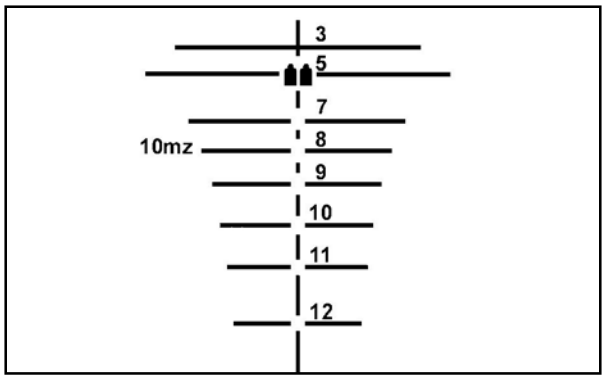

Figure G-49. 500-meter reticle aiming point.
(6) Repeat the above steps until the strike of the round is coincident with the center of the target. Close the silver lock down to prevent any further movement of the elevation zeroing adjustment dial.
d. **Field Zeroing at 500-Meter Range**. Look through the telescope and align the reticle's 500-meter mark on the center of mass of the double "E" silhouette target (Figure G-49):